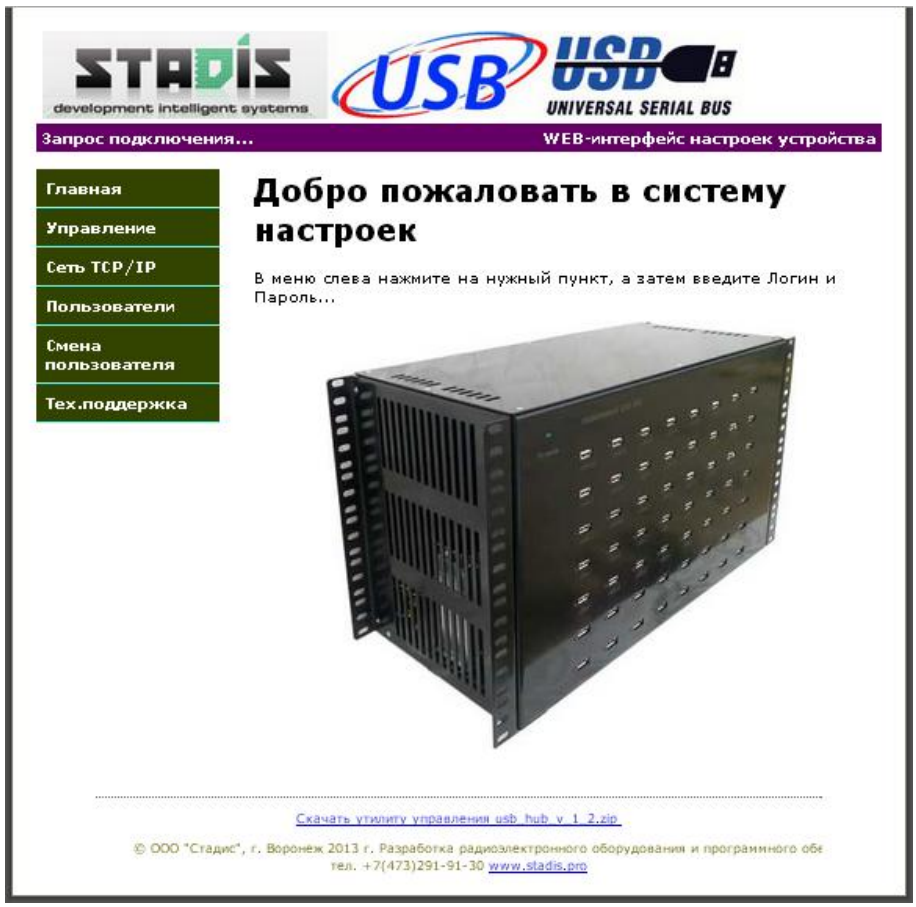

Рис. 3 – Главная страница WEB-интерфейса прибора
6. В адресной строке браузера наберите IP-адрес прибора, и нажмите кнопку «ETNTER» на клавиатуре, после чего в окне браузера должна появиться главная страница WEB-интерфейса прибора (см. рис. 3).